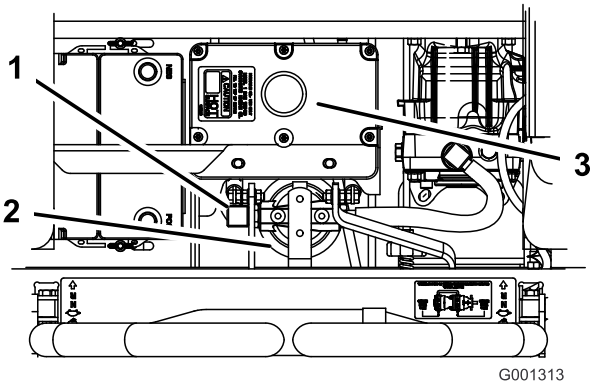

**Figuur 71**
4. Verwijder de rechter hydraulische leiding die naar het tussenstuk gaat (Figuur 71).
6. Monteer de rechter hydraulische leiding op het tussenstuk (Figuur 71).